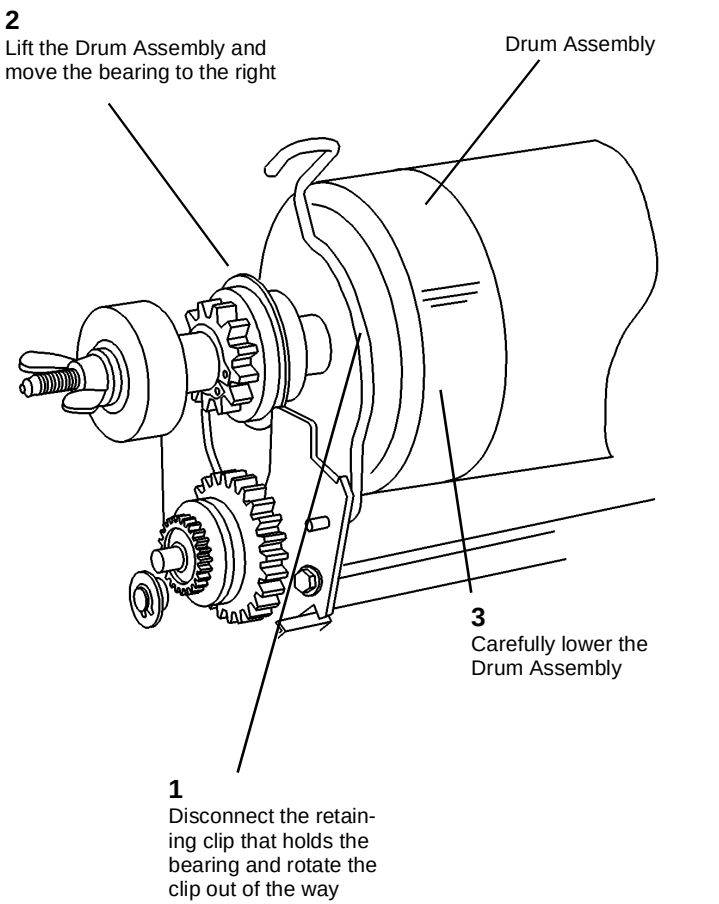

**Figure 4 Moving the Bearing (Left Side)**
9. (Figure 4): Move the bearing out of the Xerographic Module Frame (Left Side).